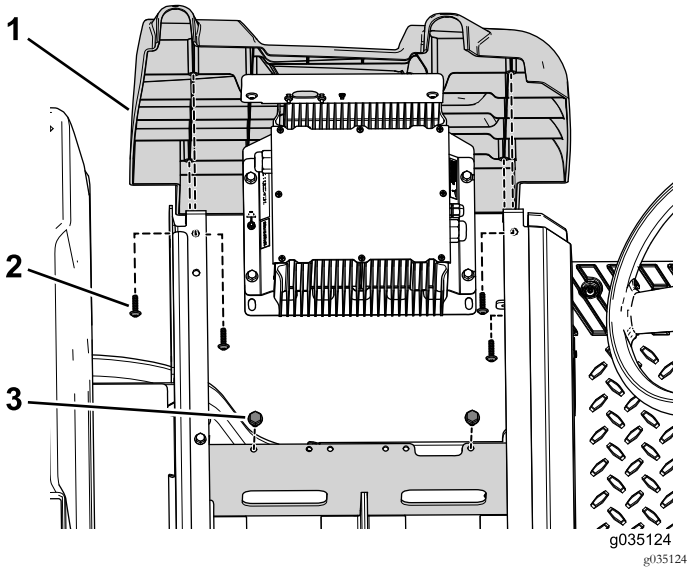

Bild 55
4. Entfernen Sie die zwei Schrauben, mit denen die Halterung des Ladegeräts am Batteriefach befestigt ist (Bild 55).
5. Entfernen Sie die vier Blechschrauben ab, mit denen die linke Abdeckung an der Maschine befestigt ist (Bild 55).